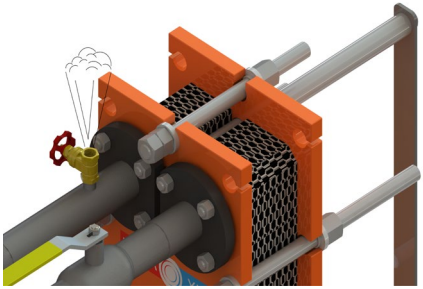

Рисунок 8. Вентиль для удаления воздуха
2.2.2.7. Удалить воздух из аппарата, открыв специальный вентиль (Рисунок 8).